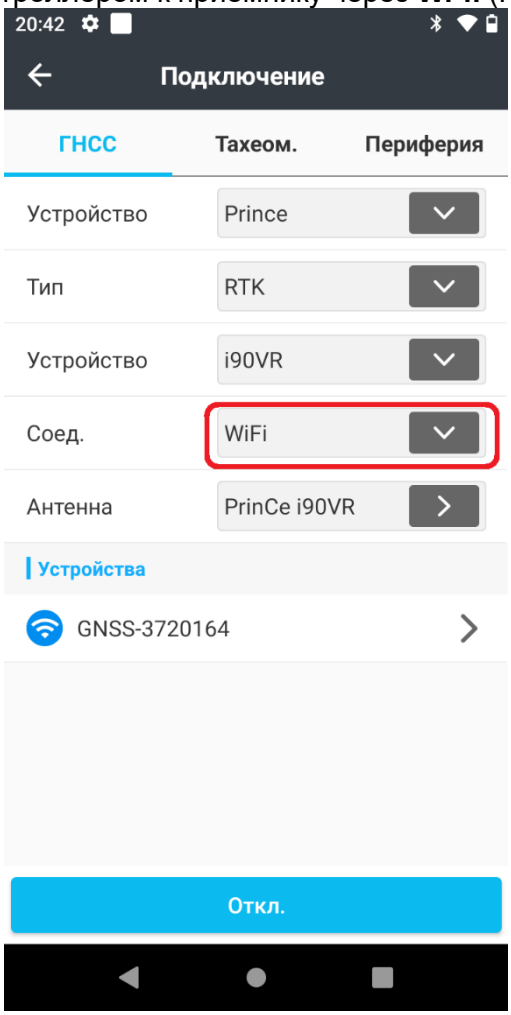

Рис. 2.65
1. Подключаемся контроллером к приемнику через **Wi-fi** (Рис.2.65)